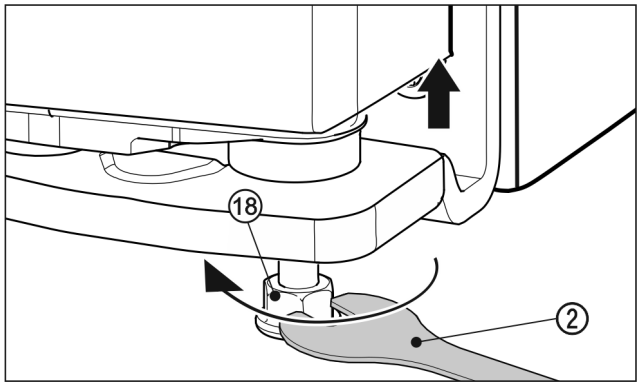

Fig. 26
- ▶ K nadzdvihnutí dvířek vyšroubujte seřizovací nožku *Fig. 26 (18)* přiloženým rozvidleným klíčem *Fig. 26 (2)* směrem doprava, až se dotkne země. Poté otáčejte dál, až budou dvířka ve správné výšce. V dodaném stavu je ložiskový čep zcela zašroubovaný.